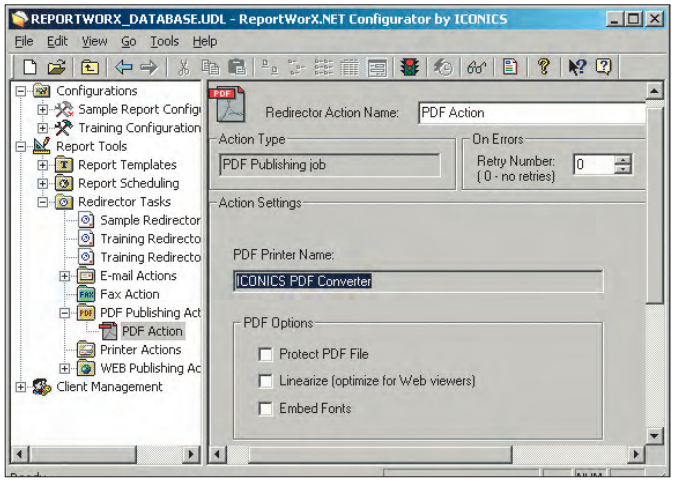

Рис. 29. Действие направления: публикация отчёта в формате PDF
3. Повторите пп. 1-2 и создайте действие **Publish Report to PDF** (публикация в формате PDF), установив необходимые настройки в соответствии с рис. 29.